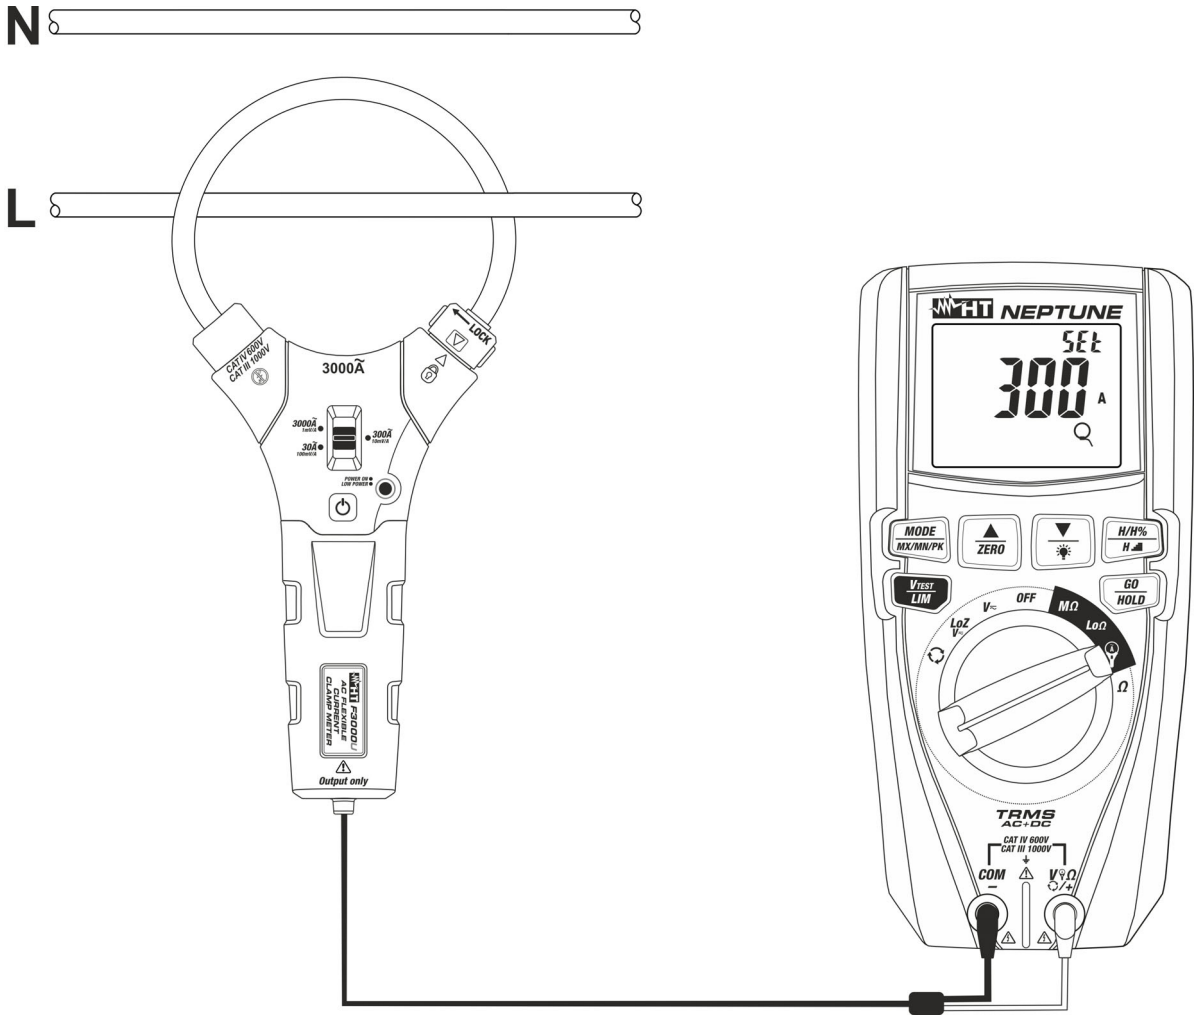
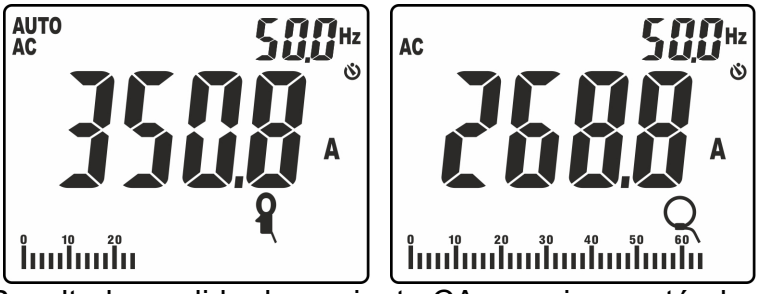

Fig. 36: Uso del instrumento para medida de corriente con transductores de pinza
Fig. 37: Resultado medida de corriente CA con pinza estándar y flexible
8. Inserte el cable en el centro del toroidal (ver la Fig. 36). El valor de la corriente se muestra en la Fig. 37